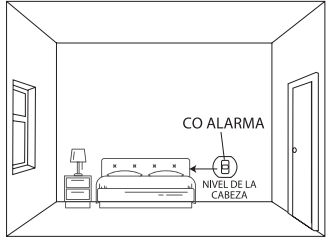

Figura 2: Instalación en un dormitorio o habitación sin aparato de combustión (instalado a la altura de la cabeza)
2. Instalar la alarma de CO en un dormitorio o habitación sin aparato de combustión (véase la figura 2):